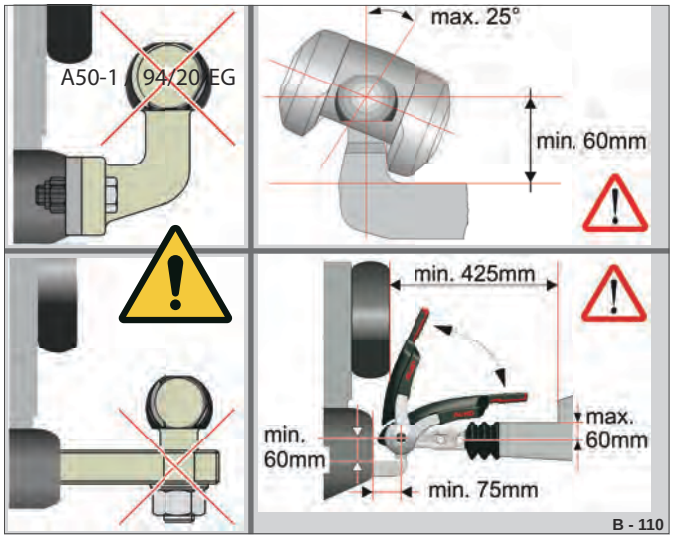

Fig. 15 Forudsætninger / mindstemål
- Anvendelse af en sikkerhedskobling kræver, at kuglehovedkoblingen på personvognen opfylder visse forudsætninger (Fig. 15)